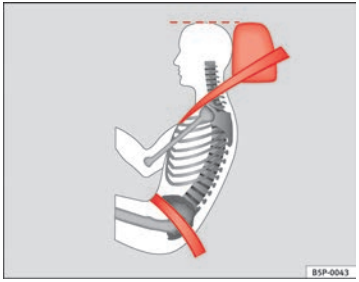

Fig. 13 Correct seat belt and head restraint positions, viewed from side
- **The lap part of the seat belt must lie across the pelvis, never across the stomach. The seat belt must lie flat and snugly on the pelvis ⇒ page 22, fig. 13. Pull the belt tight if necessary to take up any slack.**